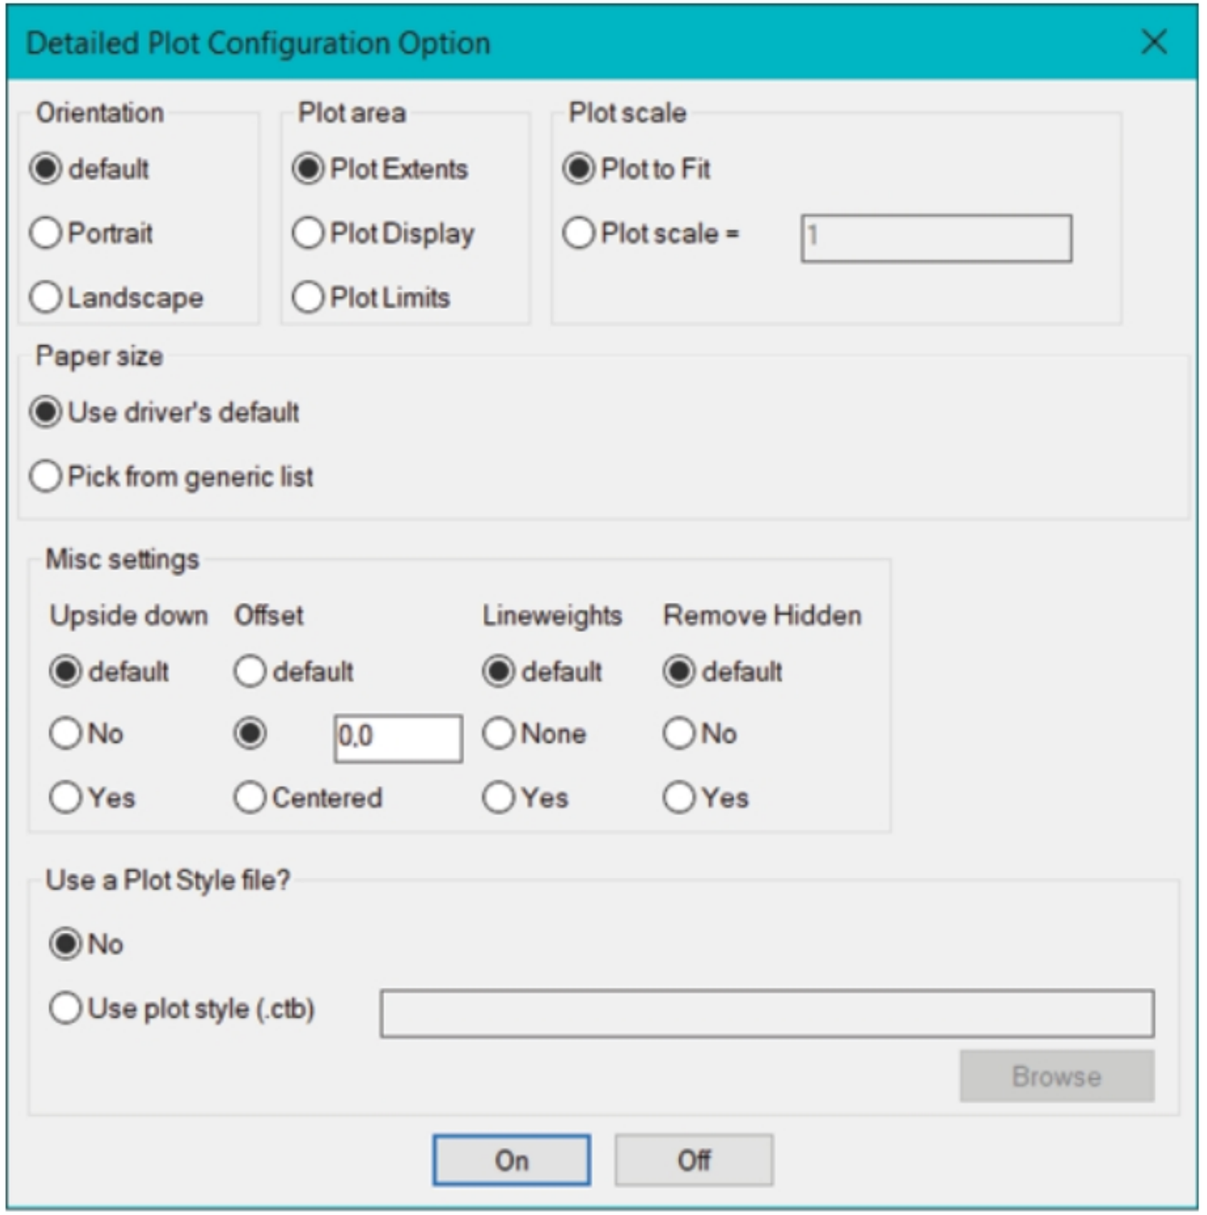

Figure-32. Detailed Plot Configuration Option dialog box
- Click on the **Detailed Plot Configuration mode** button to specify settings for the plot. The **Detailed Plot Configuration Option** dialog box will be displayed; refer to Figure-32.